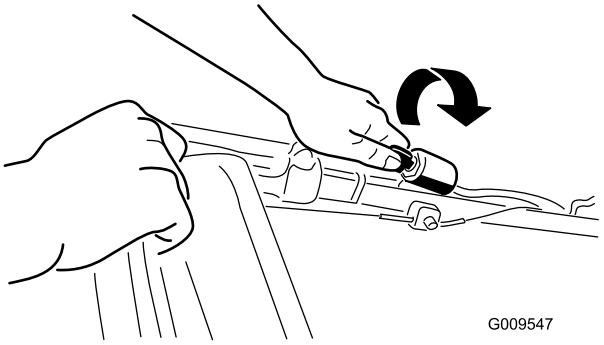
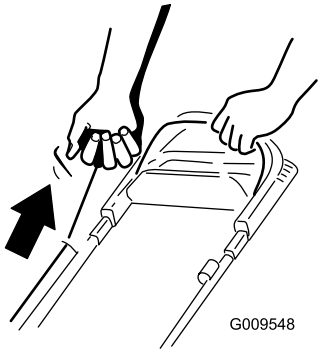

Figura 12
Figura 13
2. Girate la chiave di accensione (Figura 12) (solo modelli con avviamento elettrico) o tirate l'avviatore autoavvolgente (Figura 13).
Nota: Quando utilizzate l'avviatore autoavvolgente, tiratelo leggermente fino ad avvertire una certa resistenza, poi date uno strappo(Figura 13). Lasciate che il cordino si riavvolga nell'avviatore lentamente.